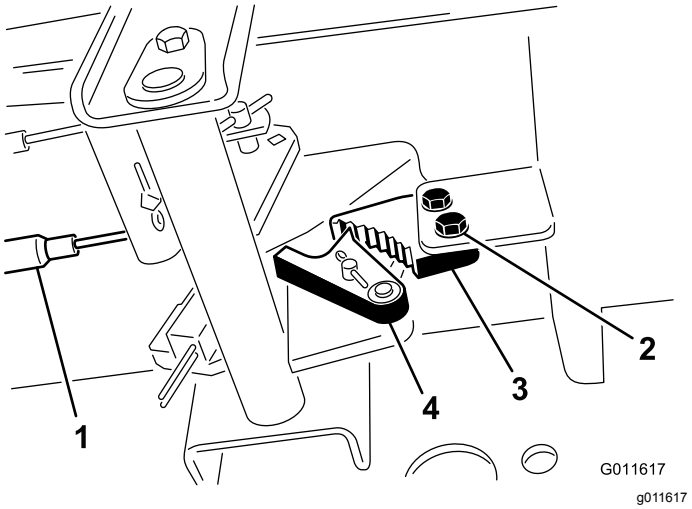

**Figur 98**
1. Løsne de to skruene som fester parkeringsbremsespaken til rammen (Figur 98).
2. Trykk parkeringsbremsepedalen fremover til bremsesperrehaken aktiveres fullstendig på bremsesperren (Figur 98).